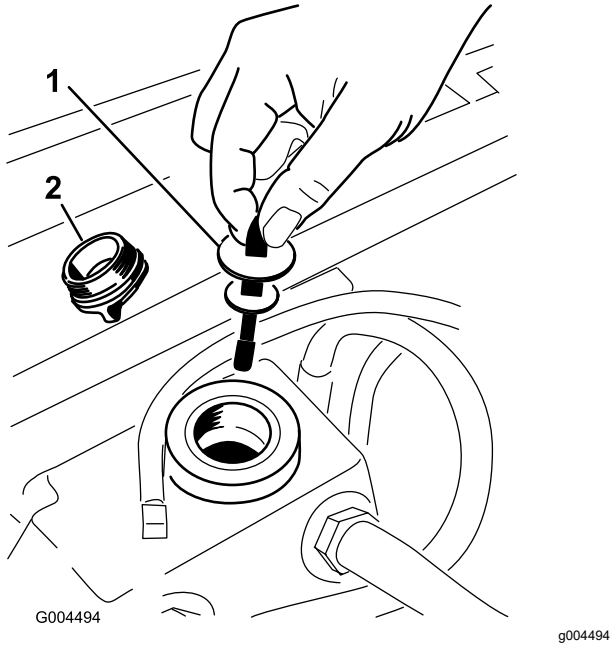

Figur 57
5. Lossa hydraultankens påfyllningslock från påfyllningsröret (Figur 57).
6. Ta ut oljestickan och torka av den med en ren trasa (Figur 57).
7. För in oljestickan i påfyllningsröret, ta ut den igen och kontrollera nivån (Figur 57).